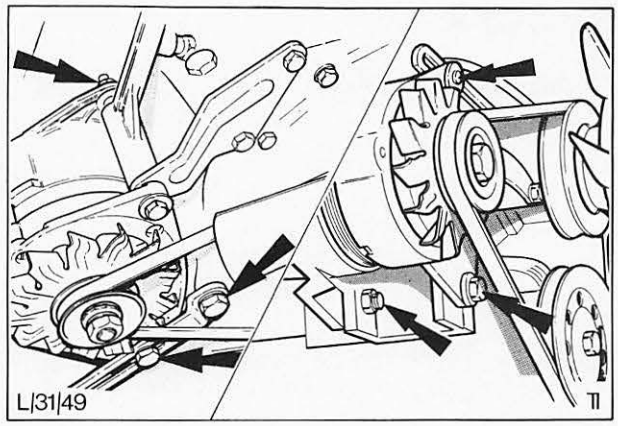

Abb. 76 Befestigungsschrauben – Drehstromlichtmaschine
4. Befestigungsschrauben der Lichtmaschine lösen, Abb. 76, und Lichtmaschine zum Motor hinschwenken.